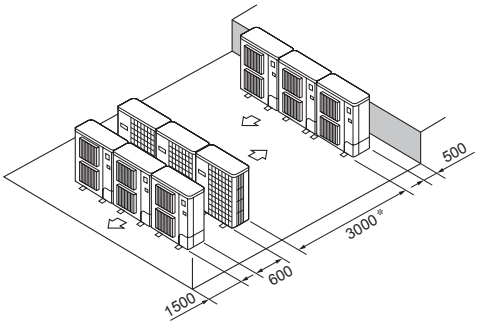

Fig. 3-16
⑥ Расположение приборов в несколько горизонтальных рядов (Fig. 3-16)